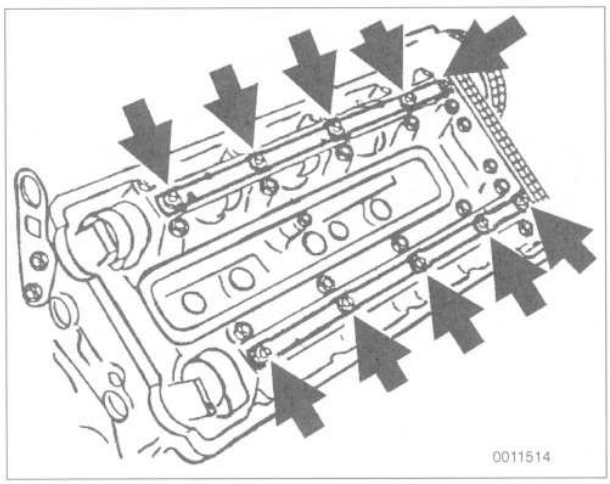

Fig. 32. Camshaft oil pipe mounting nuts (**arrows**). Remove pipes from both cylinder heads.
5. Remove camshaft oil pipes from top of left and right cylinder heads. See Fig. 32.